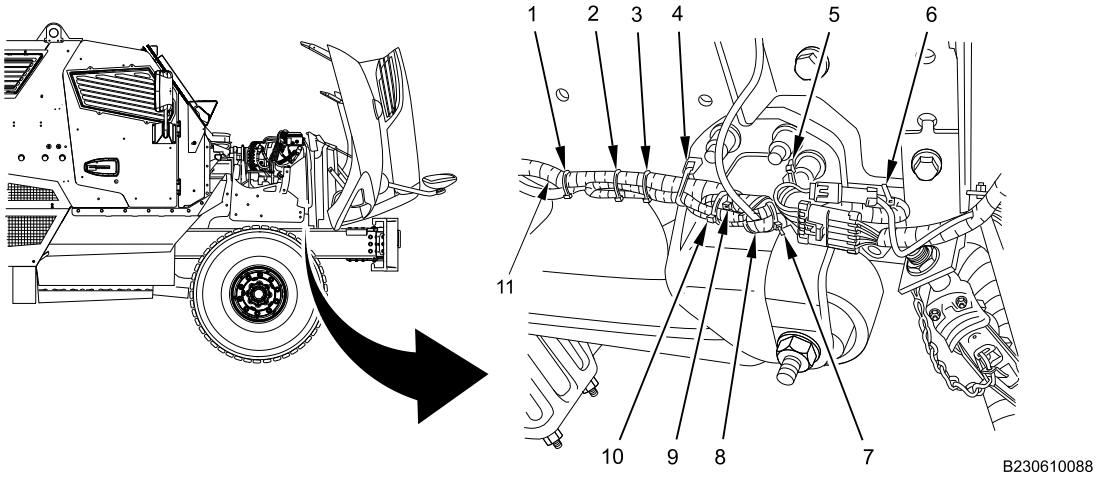

Figure 18. Front Bumper Right Harness Cable Lock Straps.
8. Install 10 new cable lock straps (Figure 18, Item 1 through 10) fastening forward chassis harness (Figure 18, Item 11) together.